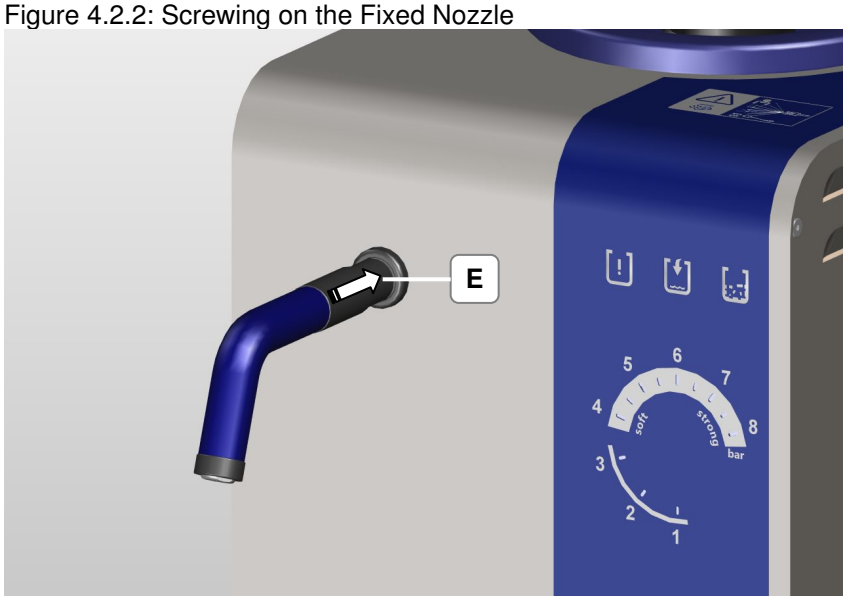

Figure 4.2.3: Pushing on the black protective cover onto the nut
5. Slide the black protective cover in the arrow direction over the nut (*Figure 4.2.3.*).